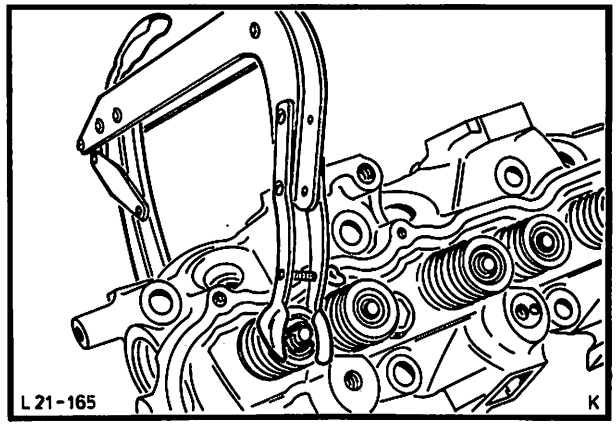

Abb. 239 Ventilkeile mit handelsüblichem Ventilfeder-Spannapparat ausbauen, „C"-Motor
1. Ventilfeder und Ventilfederteller mit handelsüblichem Ventilfeder-Spannapparat zusammendrücken und Ventilkeile entnehmen, Abb. 239.